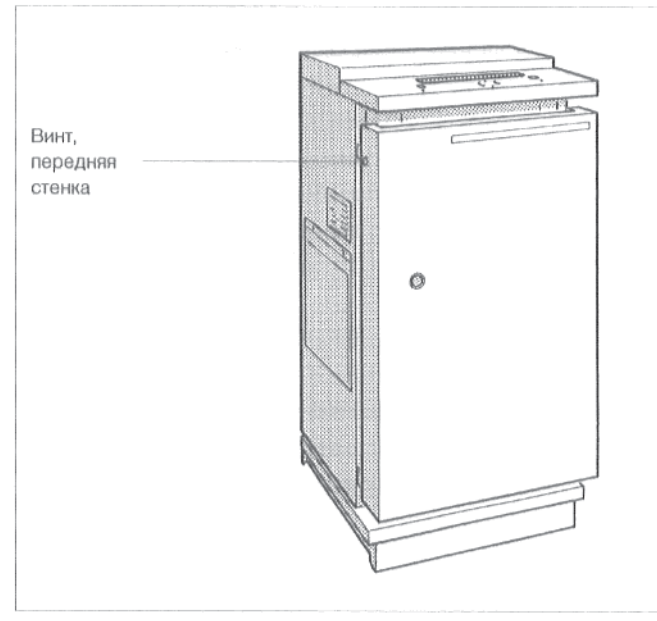

Рис. 5. Демонтаж передней стенки котла
- Вывинтить оба стопорных винта в передней стенке котла (рис. 5). Снять переднюю стенку котла в направлении вверх.